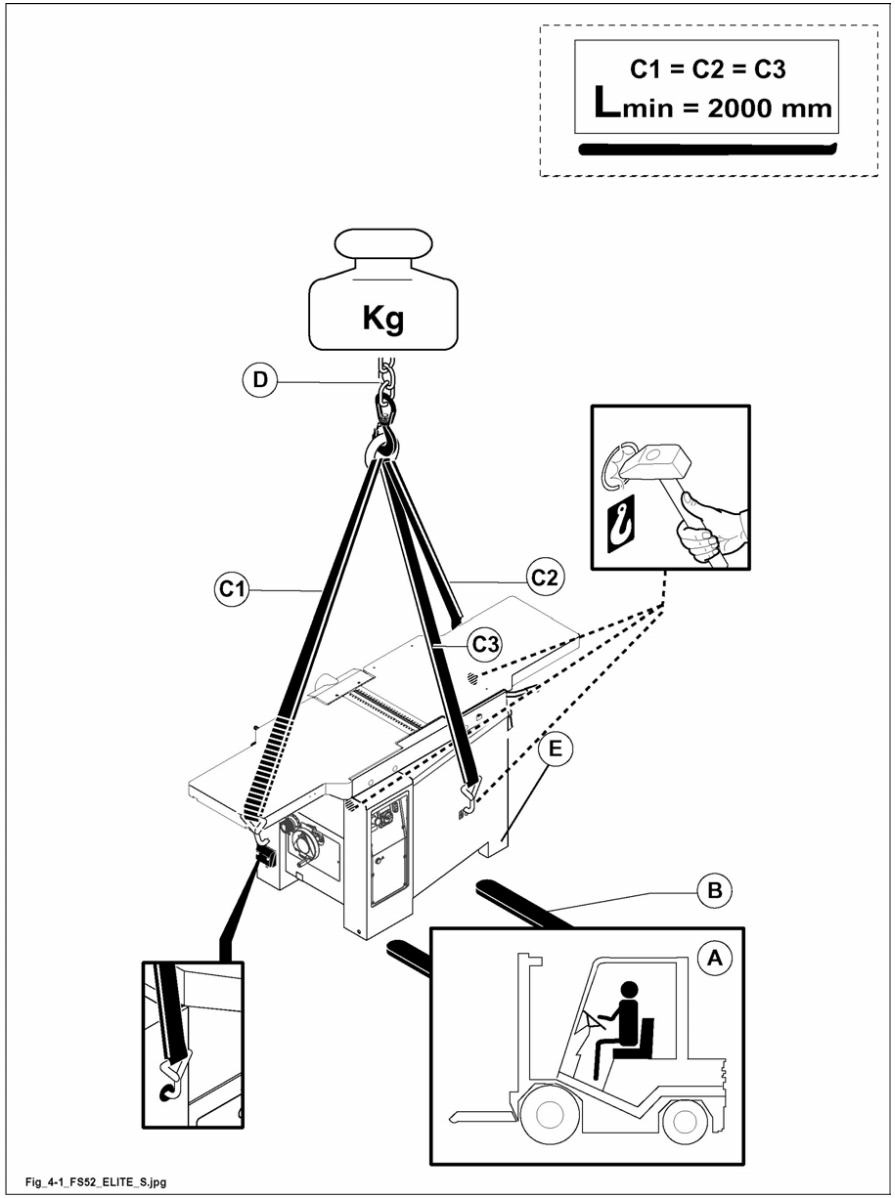

Fig. 4.1
- the machine shall be lifted by crane or other raising means by hooking the slings as shown in fig. 4.1.
– provide three slings (C fig. 4.1) of suitable length and capacity;
– lift the slings and position them as is shown in the figure 4.1;
– fasten the slings to the bridge crane (D fig. 4.1) having adequate lifting power;
– move the bridge crane by small steps to allow the slings (C fig. 4.1) to settle, until optimum stability conditions are reached;
– provide a fork lift truck (A fig. 4.1) having suitable carrying capacity;
– insert the forks (B fig. 4.1) as per the figure (keeping them alongside the two feet (E fig. 4.1) and check that these protrude at least 15 cm from the rear part of the base.